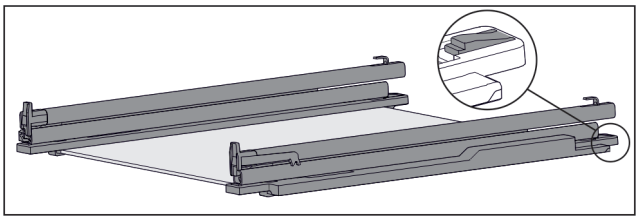

Fig. 133 Glasplatte mit Schienen und Halteteilen
- ▶ Halteteil hinten herunterdrücken (siehe Fig. 133) und gleichzeitig Schiene nach hinten schieben.